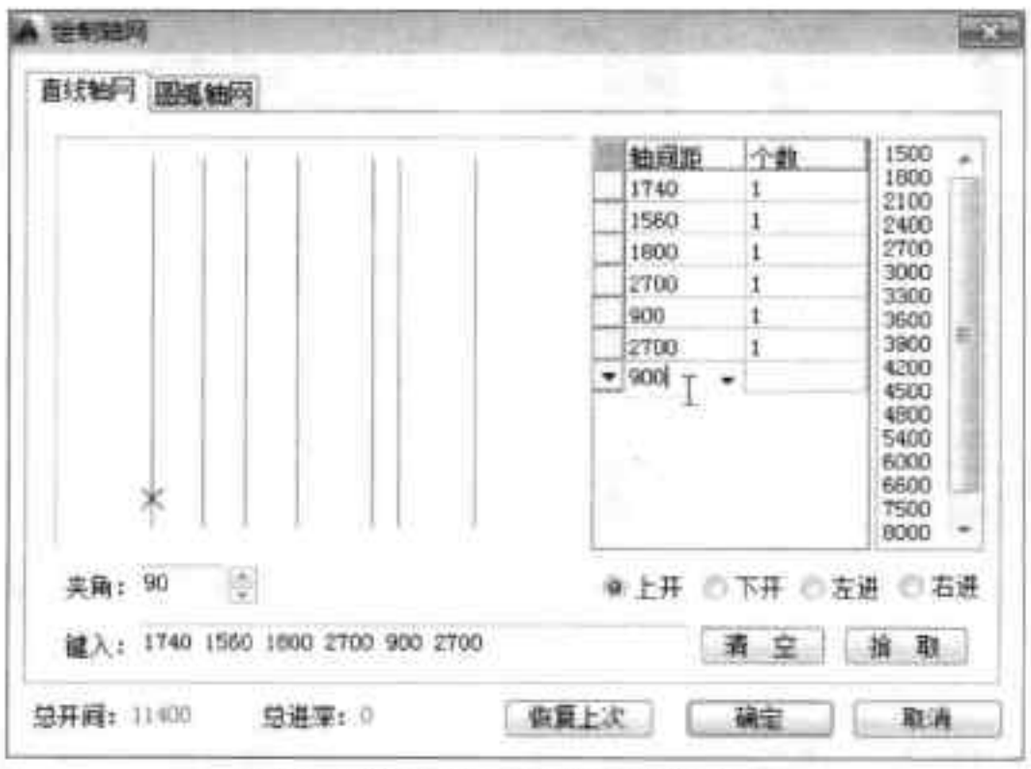

图16-20 设置其他上开轴线值
Step 03 输入完成后按回车键，即可进行下一条轴线尺寸的输入。按照同样的方法，完成“上开”轴线尺寸的输入，如图 16-20 所示。